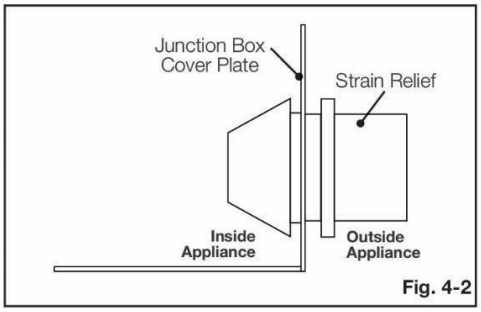

Fig. 4-2
- Instale el protector contra tirones en la placa de cubierta de la caja de conexiones (ubicada en la bolsa de herramientas) (Fig. 4-2).